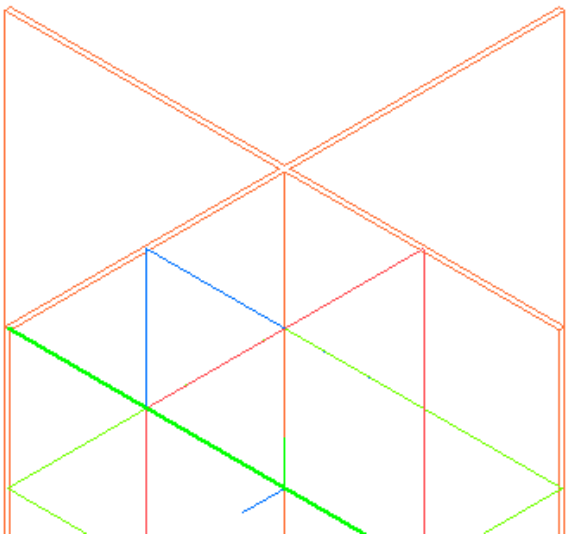

Рис. 10.20. Построение горизонтального отрезка во **Фронтальной плоскости**.
4.4. Завершите работу с эскизом. Отрезок во фронтальной плоскости построен (рис. 10.20), а в **Дереве модели** появился новый узел – **Эскиз: 3**.